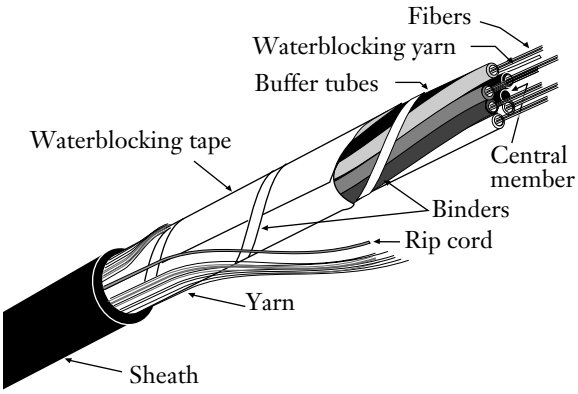

Figure 1
**1.2** Corning Cable Systems ALTOS cable is a rugged fiber optic cable featuring buffer tubes and a dielectric central member protected by waterblocking tape and yarn (Figure 1).